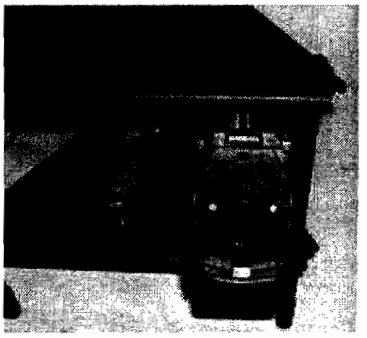

Figure 2.9. Mounting Upper Stand onto Testing Stand.
3. Mount the Upper Stand onto the Long Legs. The Upper Stand has holes for the screws at the end of each of the Long Legs. The Upper Stand will also fit snugly over the front end of the analyzer. Be sure that the Upper Stand is mounted so that all three screws are inserted through the holes, and the front end of the analyzer is flush with the top surface of the upper stand. (Fig. 2.9).